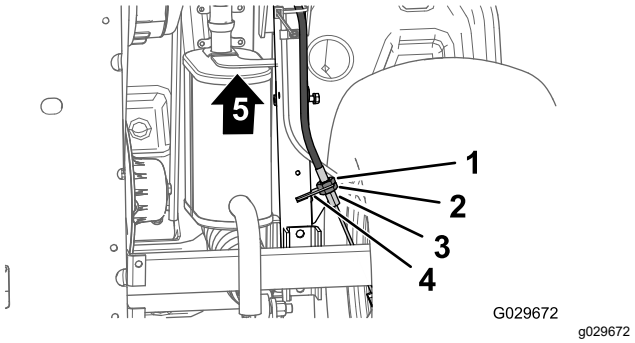

**Figur 63**
3. I bunden af maskinen løsnes den bageste kontramøtrik til den gevindskårne justeringsskrue på parkeringsbremsens kabel med 4 omgange (Figur 63).
4. Stram den fremadgående kontramøtrik (Figur 63).
A. Løsn den fremadgående kontramøtrik (Figur 63) for den gevindskårne justeringsskrue på parkeringsbremsens kabel med 1 omgang.
B. Stram den bageste kontramøtrik (Figur 63).
A. Løsn den bageste kontramøtrik (Figur 63) for den gevindskårne justeringsskrue på parkeringsbremsens kabel med 1 omgang.
B. Stram den fremadgående kontramøtrik (Figur 63).